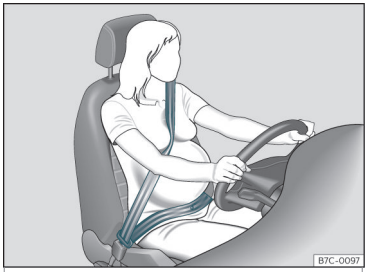

Fig. 11 Colocación de la banda del cinturón en el caso de mujeres embarazadas.
En el caso de **mujeres embarazadas**, el cinturón de seguridad debe pasar de forma uniforme sobre el pecho y lo más bajo posible por la zona pélvica con la banda plana para que no se presione el vientre; además, debe utilizarse durante todo el embarazo ››› **fig. 11**.
- **En el caso de mujeres embarazadas, la banda abdominal del cinturón de seguridad debe pasar lo más bajo posible por delante de la zona pélvica, apoyado en plano y "rodeando" el vientre ››› fig. 11.**